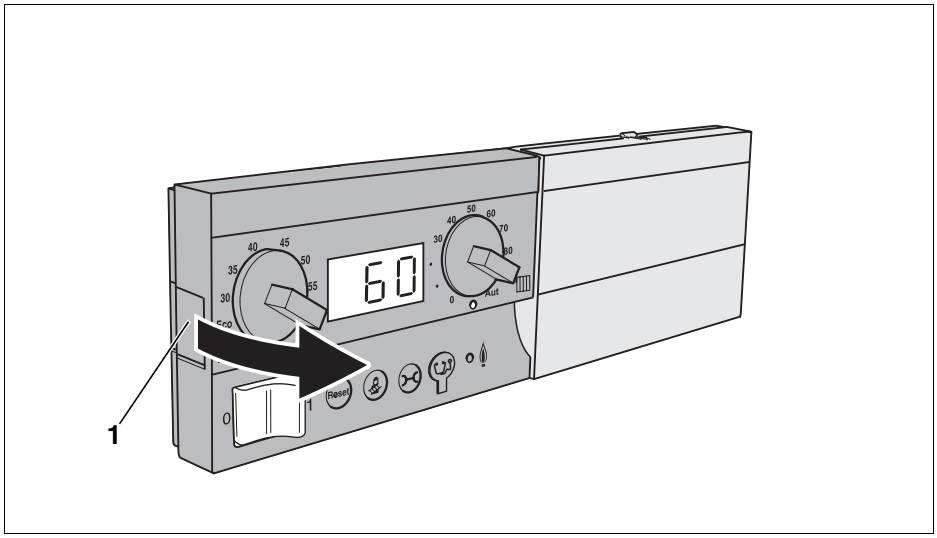

Rys. 38 Wyjęcie sterownika bazowego Logamatic BC10
- Wcisnąć zaczep (rys. 38, **poz. 1**) na sterowniku bazowym Logamatic BC10 i wyjąć sterownik do góry.